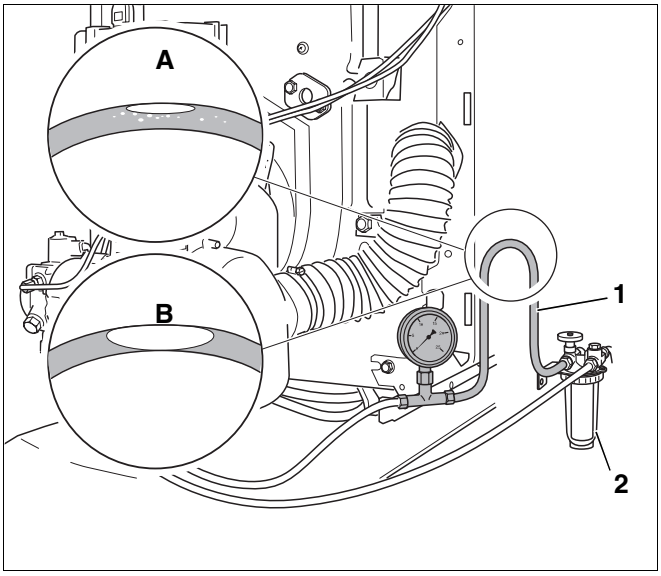

Abb. 49 Dichtheit der Saugleitung prüfen
- Transparenten Schlauch (Abb. 49, **Pos. 1**) in die Saugleitung hinter dem Ölfilter (Abb. 49, **Pos. 2**) einbauen.
- Eine Schlaufe des transparenten Schlauchs in der gezeigten Weise (Abb. 49) hochbinden.
- Sichtkontrolle der sich ansammelnden Luftmenge (Abb. 49, **Lupe A** und **B**) durchführen.
Wenn sich lediglich eine geringe Luftmenge an der höchsten Stelle der Schlaufe (Abb. 49, **Lupe A**) sammelt, ist die Ölleitung ausreichend dicht.
Bei größeren Luftblasen (Abb. 49, **Lupe B**) sind die Saugleitung und/oder die Anschlüsse undicht.